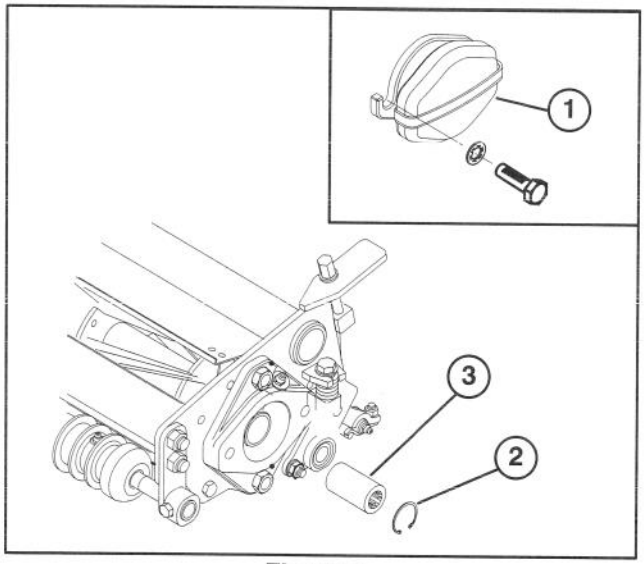

Figure 5
INSTALL CUTTING UNITS (Fig. 5–7)
A. Remove (2) capscrews and lockwashers securing counter weight to right end of cutting unit. Remove counter weight (Fig. 5, inset).